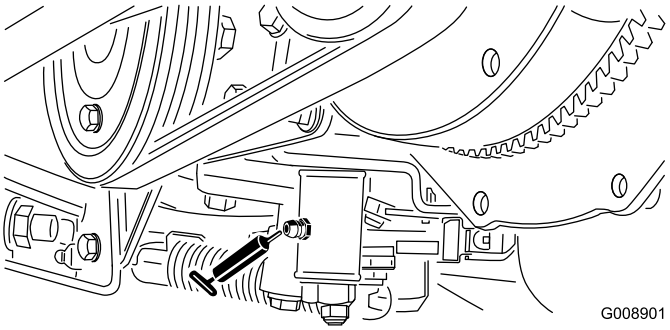

Figur 36
- Neutraljusteringsmekanismen (Figur 36)